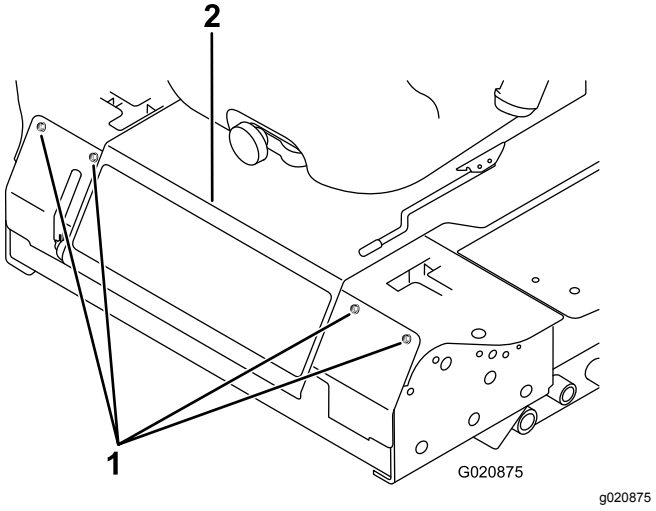

**Rysunek 53**
3. Usuń śruby mocujące panel przedni i zdejmij go (Rysunek 53).